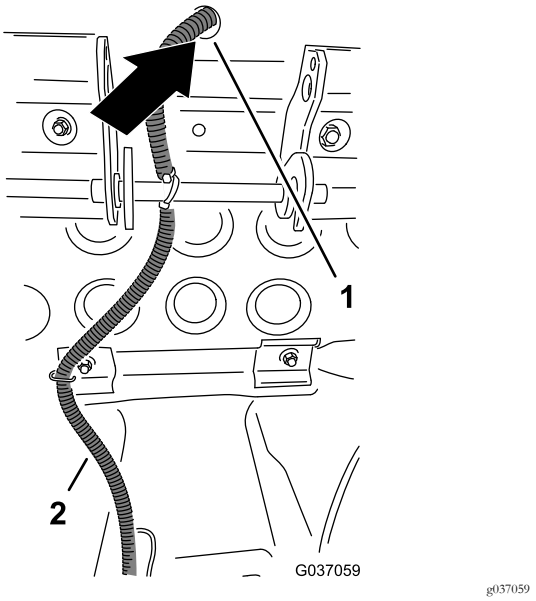

Figure 23
6. Route the 2-socket connector for the relay harness (white and black wires) and the through the hole in the platform located behind the seat (Figure 23).
behind the seat; refer to Figure 23 in Connecting the Relay and Harness (Model 02750) (page 9).